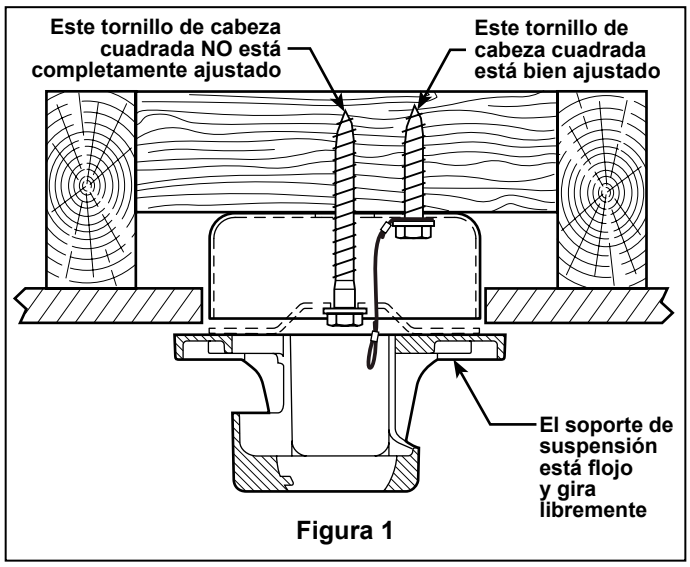

Figura 1
1. Fijación del cable de soporte para techo (Figura 1): Taladre un orificio guía de 0,6 cm (¼″) en una de las cuatro esquinas de la caja de conexiones y a través de la viga de techo o miembro estructural. Fije firmemente el cable de soporte para techo con el tornillo de cabeza cuadrada de 3⁄8″ x 2″ y la arandela plana.
NOTA: *El cable de soporte para techo debe asegurarse entre la arandela plana y la caja de conexiones con un tornillo de cabeza cuadrada de 2″ (Figura 1).*
2. Sujeción del soporte de suspensión preliminar (Figura 1): Taladre un orificio guía de ¼″ en el centro de la caja de conexiones y a través de la viga de techo o miembro estructural. Fije sin apretar el soporte de suspensión a la estructura del techo con el tornillo de cabeza cuadrada de 3⁄8″ x 5″ y la arandela plana. TODAVÍA NO AJUSTE POR COMPLETO EL TORNILLO DE CABEZA CUADRADA El soporte de suspensión debe girar libremente.